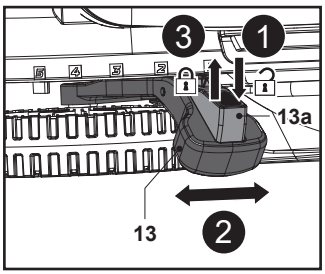

Rys. 9
1. Nacisnąć i przytrzymać przycisk blokady (13a) (rys. 9, krok 1).
2. Przesunąć dźwignię (13) do przodu lub do tyłu, aby wyregulować wysokość koszenia (rys. 9, krok 2).
3. Zwolnić przycisk (13a) i sprawdzić, czy dźwignia (13) jest dobrze osadzona w wycięciu (rys. 9, krok 3).